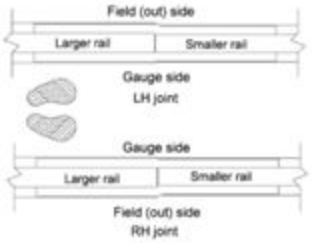

Figure 110B *Compromise Weld Identification*
Stand in between rails with back towards larger rail and face the smaller rail. The joint on the left side would be designated as the left-hand (LH) joint, and the joint on the right side would be designated as the right-hand (RH) joint. (Refer to Figure 110B)